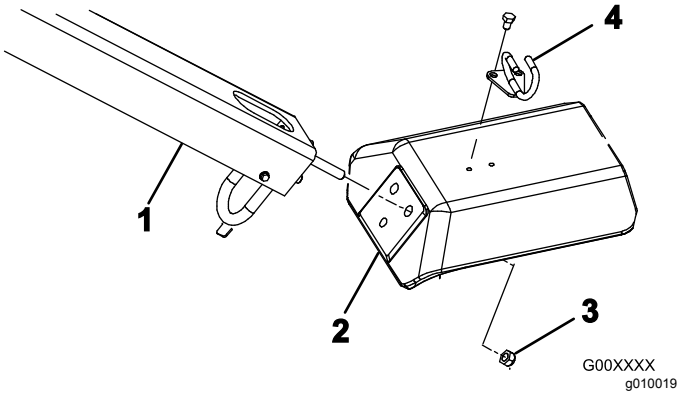

Figur 4
2. Sæt håndtagets monteringstappe ind i gaflens huller (Figur 4).
3. Fastgør håndtagets tappe på gaflen med 3 låsemøtrikker (½ tomme) (Figur 4)
5. Monter kabelholderen øverst på gaflen med to bolte (5/16 x ½ tomme) (Figur 4).